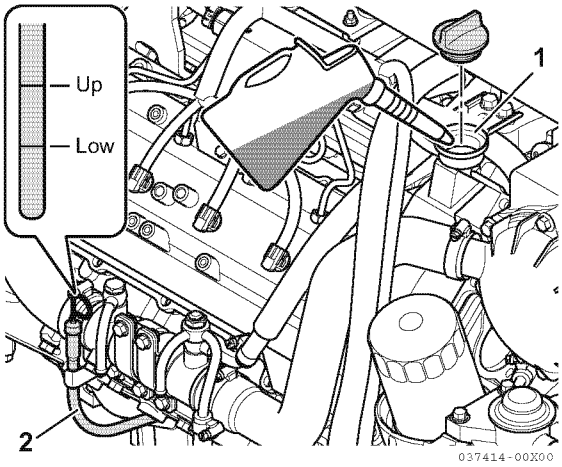

Figur 5
2. Fjern oljepeilepinnen (2, **Figur 5**) og tørk den av med en ren fille.
1. Fjern det gule oljepåfyllingslokket fra påfyllingshullet (1, **Figur 5**) og fyll på motorolje.
2. Fyll på olje til øvre grense på peilepinnen (2, **Figur 5**).